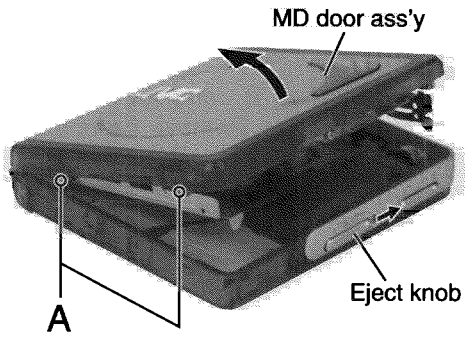

Fig.1
■Removing the MD door ass'y (See Fig.1 and 2)